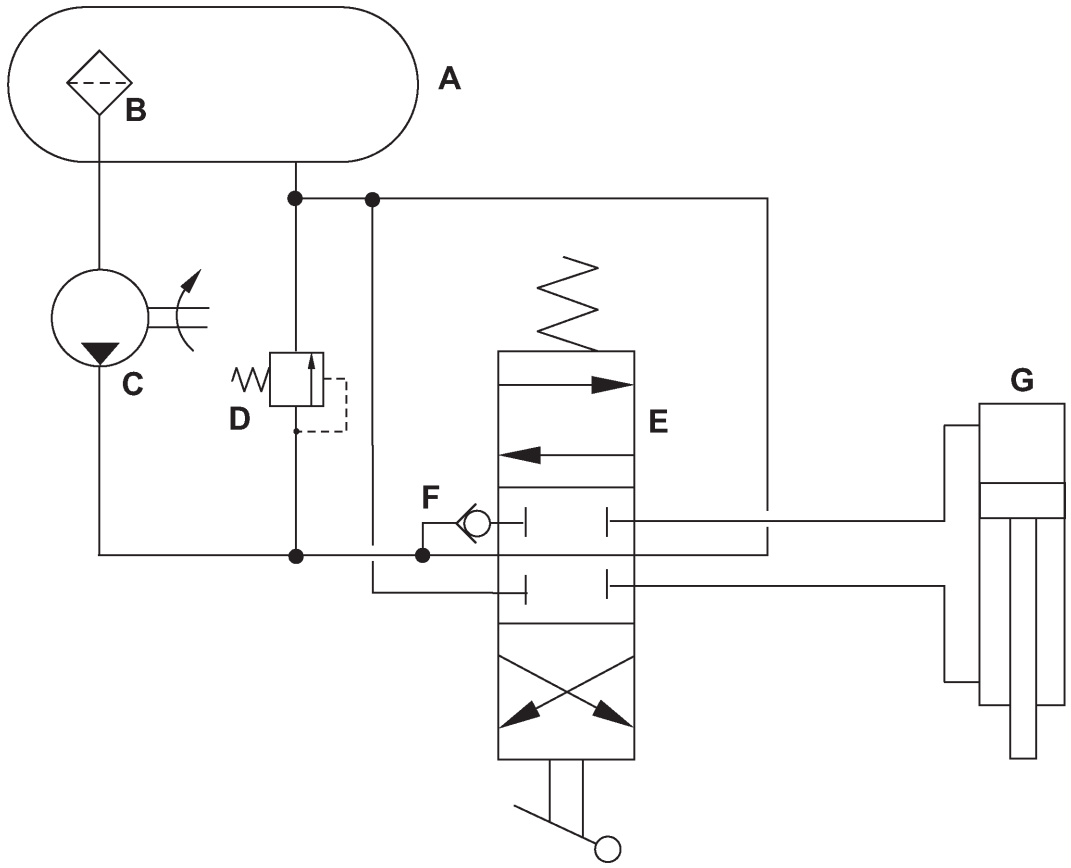

Fig 7. Circuito Esquemático Simples
Alguns dos símbolos descritos nas páginas precedentes foram dispostos em um Circuito Esquemático simples. ⇒ *Fig 7. (10)*.